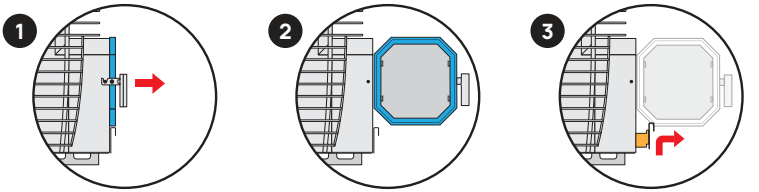

Figure 15. Dépose du bac à cendres HIVE Flow
- Pour retirer le bac à cendres et le vider, ouvrez la porte du foyer, soulevez un peu le bac à cendres et retirez-le (le bac est doté d'une sécurité qui empêche de le retirer pendant le chauffage). Voir **la figure 15**.